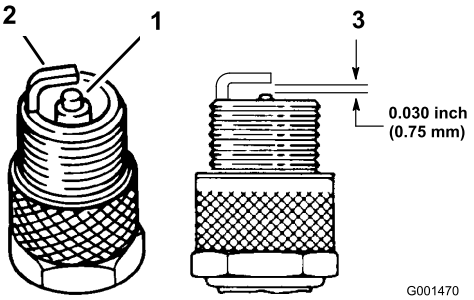

Figur 39
1. Titta i mitten av tändstiftet (Figur 39). Om isolatorn är ljusbrun eller grå fungerar motorn som den ska. En svart beläggning på isolatorn brukar betyda att luftrenaren är smutsig.
3. Kontrollera avståndet mellan mitt- och sidoelektroderna (Figur 39). Böj sidoelektroden (Figur 39) om avståndet är felaktigt.
3. Anslut tändkabeln till tändstiftet (Figur 39).